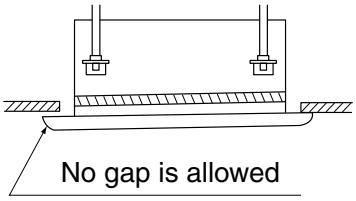

Fig. 7
- If gap is still left between the ceiling and the decoration panel after screwing the screws, readjust the indoor unit body height. **(Refer to Fig. 7)**